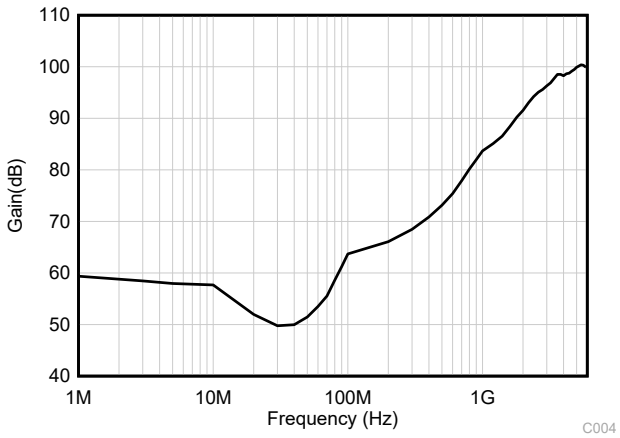

**图 6-3. EMIRR 测试**
OPAx991-EP 通过集成电磁干扰 (EMI) 滤波降低无线通信设备、混合使用模拟信号链和数字元件的高密度电路板等干扰源产生的 EMI 效应。通过电路设计技术可改进 EMI 抗扰度；OPAx991-EP 受益于这些设计改进措施。德州仪器 (TI) 已具备在 10MHz 至 6GHz 宽频谱范围内准确测量和量化运算放大器抗扰度的能力。图 6-3 显示了对 OPAx991-EP 执行此测试的结果。表 6-1 提供了 OPAx991-EP 在实际应用中通常会遇到的特定频率下的 EMIRR IN+ 值。*运算放大器的 EMI 抑制比*应用报告包含了与运算放大器相关的 EMIRR 性能主题，该报告可在 www.ti.com 上下载。